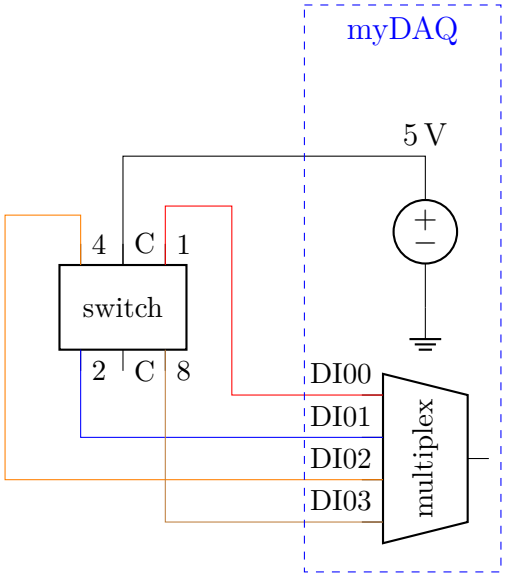

Figura 1.1: Lectura de estados de un interruptor rotativo de 16 posiciones.
a. Realice las conexiones del circuito tal y como se indica en la Figura 1.1.
- Dividir el número entero obtenido entre el valor máximo (15) y mostrar el valor en un "Slide"